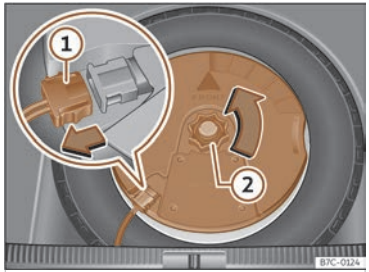

Fig. 213 En el maletero: desmontar el subwoofer.
- Desconecte el cable del altavoz subwoofer ››› **fig. 213** ①.
- Gire la ruedecilla de fijación en sentido contrario a las agujas del reloj ››› **fig. 213** ②.